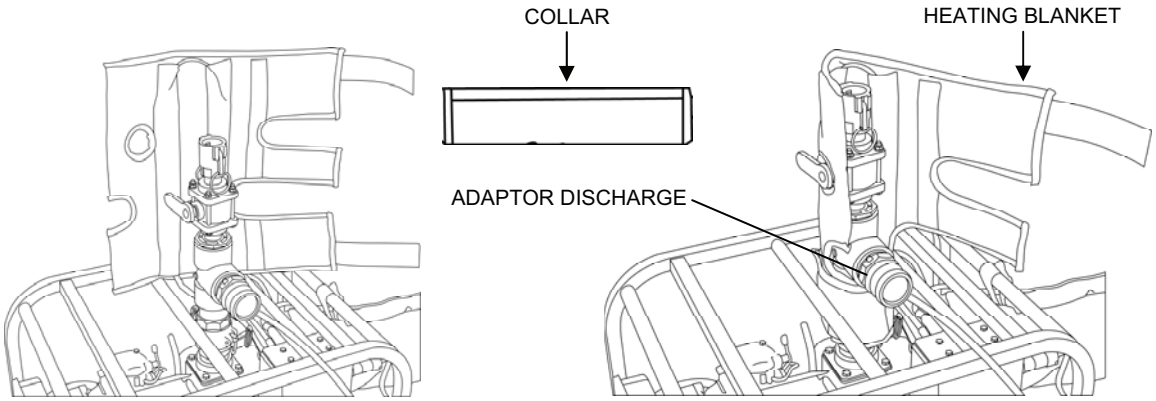

Figure 19. Adaptor A-02 Heating Blanket and Collar Installation.
a. Position the Adaptor A-02 heating blanket as shown in Figure 19.